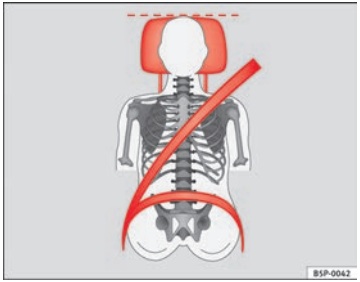

Fig. 13 Correct seat belt and head restraint positions, viewed from front
- **The shoulder part of the seat belt must lie on the centre of the shoulder, never across the neck. The seat belt must lie flat and snugly on the torso ⇒ Fig. 13.**